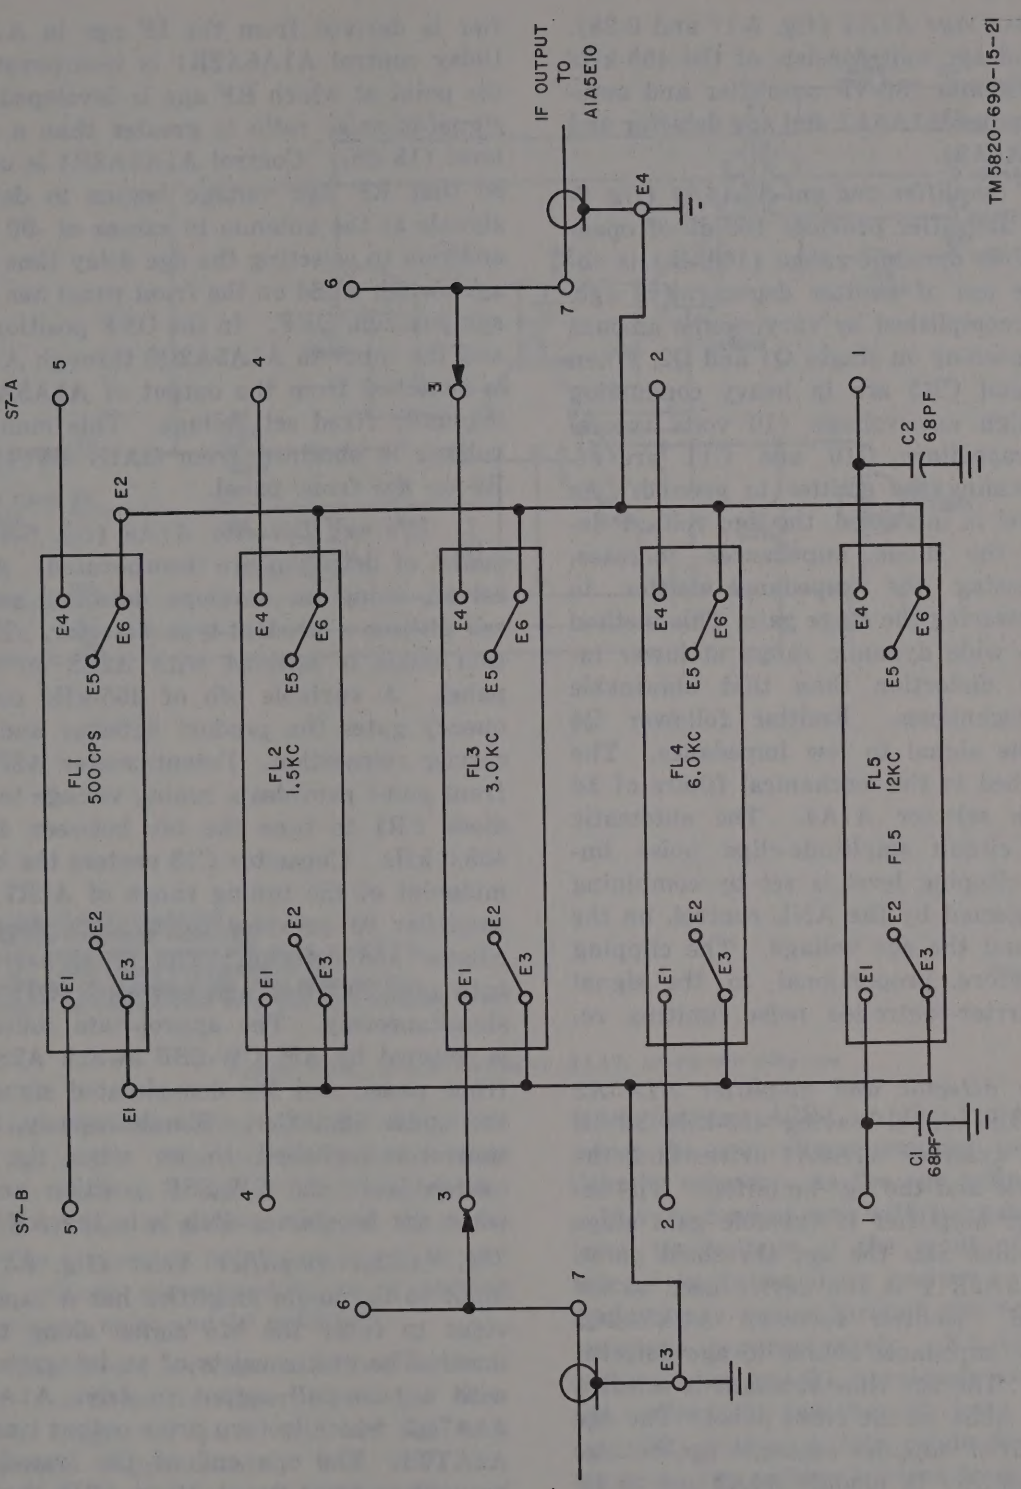

Figure 6-13. 3d IF bandwidth selector (455 kHz) A1A4, schematic diagram.
h. 3d IF Bandwidth Selector A1A4 (fig. 6-13 and 7-27). Selectable IF bandwidths of 500 Hz, 1.5 kHz, 3 kHz, 6 kHz, or 12 kHz are obtainable by switching in the desired IF filter on switch A1A4S7 by rotating the SELECT control. These electromechanical filters exhibit excellent off-resonance rejection characteristics. The input and output of the filters are impedance matched through series 130-picofarad (pf) capacitors.